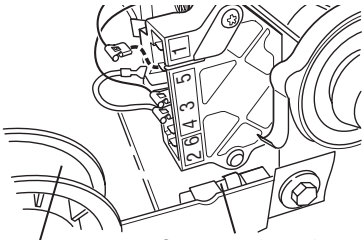

Figure 9b - Contrôler le contacteur du tensionneur de courroie (sécheuse à gaz seulement).
11. Sécheuse à gaz seulement : Contrôler le contacteur du tensionneur de courroie en débranchant le connecteur et en mesurant la résistance entre la broche 1 et la broche 3 du connecteur du tensionneur de courroie tout en poussant vers le haut la poulie de tensionnement (voir la figure 9b).